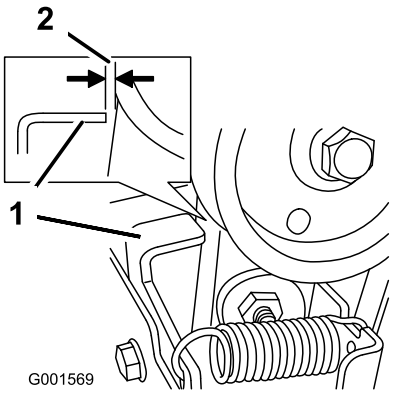

Figur 38
3. Når spiralbladets/viftehjulets spak er deaktivert, påse at mellomrommet mellom spiralbladclutchen og tappen er 1,5 mm (Figur 38).